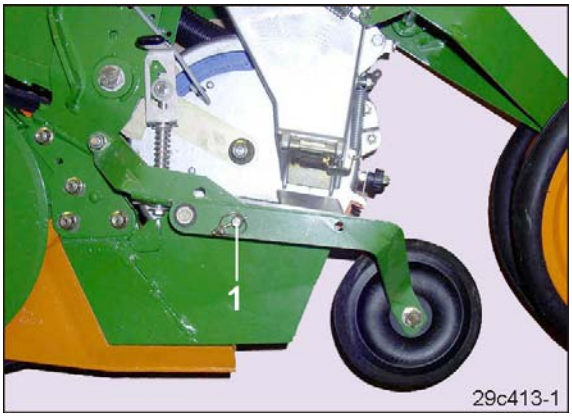

Fig. 107
2. Klappstecker und Bolzen (Fig. 107/1) entfernen und die Zwischenandruckrolle (Option) nach unten schwenken.